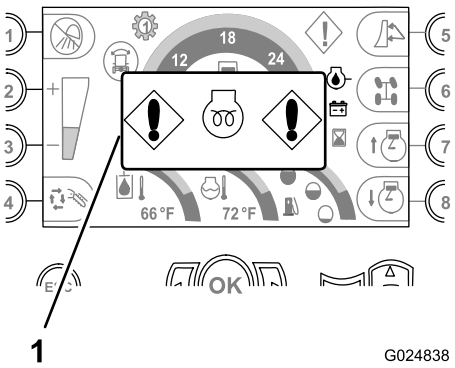

Figura 34
- **Indicatore di attesa prima dell'avviamento del motore**: questo indicatore appare quando l'interruttore di accensione è in posizione On e il riscaldamento dell'aria in ingresso del motore è eccitato (Figura 34).
Nota: Attendete fino a quando l'indicatore non scompare prima di tentare di avviare il motore (Figura 34).